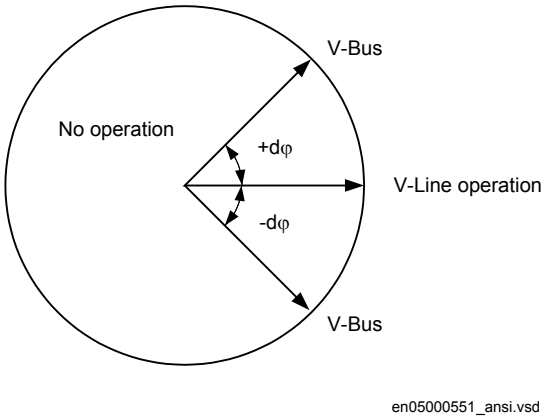

Figure 53: Test of phase difference
The test can be repeated with other phase difference values to verify that the function operates for values lower than the set ones, *PhaseDiffM* and *PhaseDiffA*. By changing the phase angle on the voltage connected to V-Bus, between ± dφ degrees, the user can check that the two outputs are activated for a phase difference lower than the set value. It should not operate for other values. See figure 53.
3. Change the phase angle between +dφ and -dφ and verify that the two outputs are activated for phase differences between these values but not for phase differences outside, see figure 53.